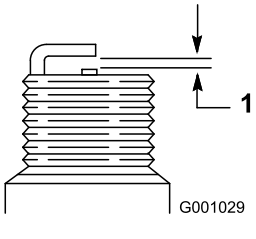

Figur 37
4. Still mellomrommet mellom elektrodene på en ny tennplugg til 0,76 mm, som vist i Figur 37.